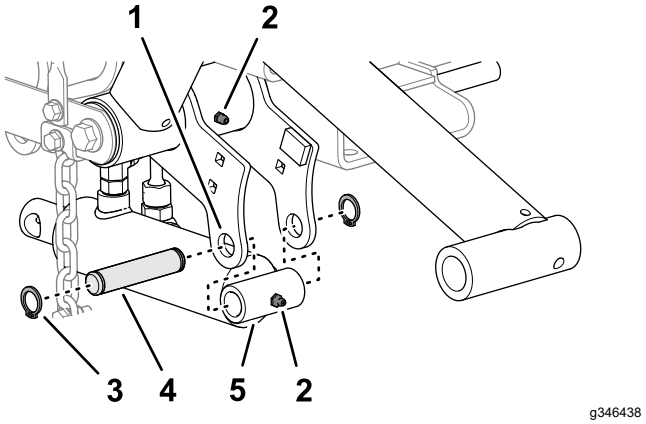

Figuur 12
1. Lijn het uiteinde met de dop van de hefcilinder uit met de gaten in de flenzen van de linker hefarm (Figuur 12).
2. Monteer de cilinder aan de flenzen met de montagepen en 2 seegerringen (Figuur 12).
3. Breng nr 2 vet op lithiumbasis aan op de smeernippels van de hefarm en de hydraulische cilinder (Figuur 12).